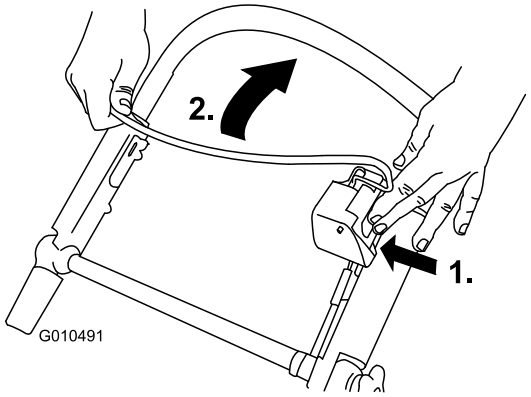

Figuur 22
1. Druk op de bedieningsknop van het maaimes en trek de bedieningsstang van het maaimes terug naar de handgreep (Figuur 22).